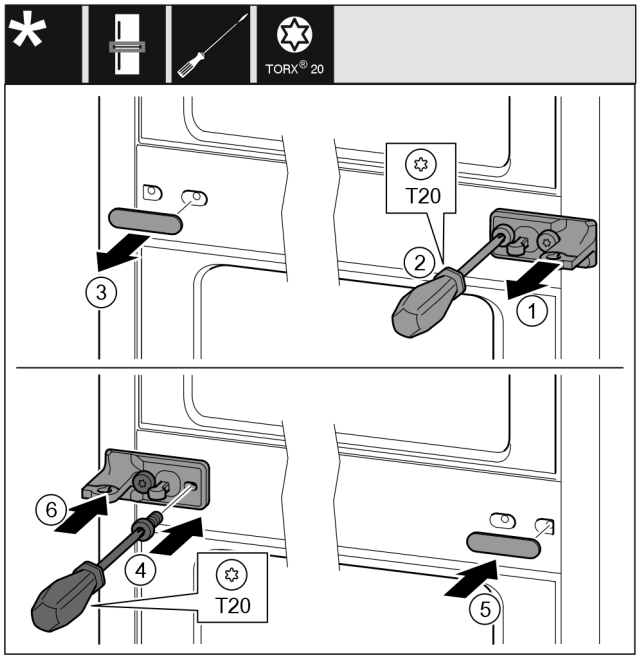

Fig. 21
▶ Remove the washer *Fig. 21 (1)*.
▶ Unscrew screws *Fig. 21 (2)* with screwdriver.
▶ Remove the cover *Fig. 21 (3)* carefully.
▶ Turn the bearing block with film *Fig. 21 (4)* by 180° and screw it tight on the other side.
▶ Turn the cover *Fig. 21 (5)* by 180° and attach to the other side.
▶ Slide on the washer *Fig. 21 (6)* from the front.